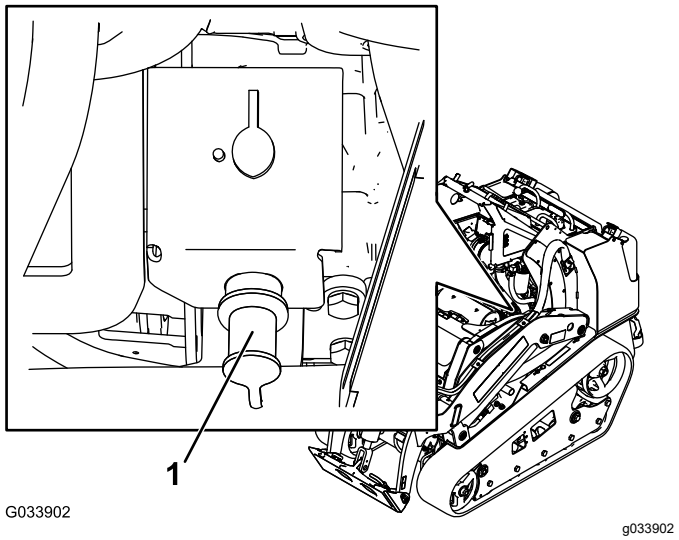

Рисунок 52
2. Снимите крышку со штыря запуска от внешнего источника (Рисунок 52).
3. Подсоедините конец положительного (+) соединительного кабеля к штырю запуска от внешнего источника (Рисунок 52).